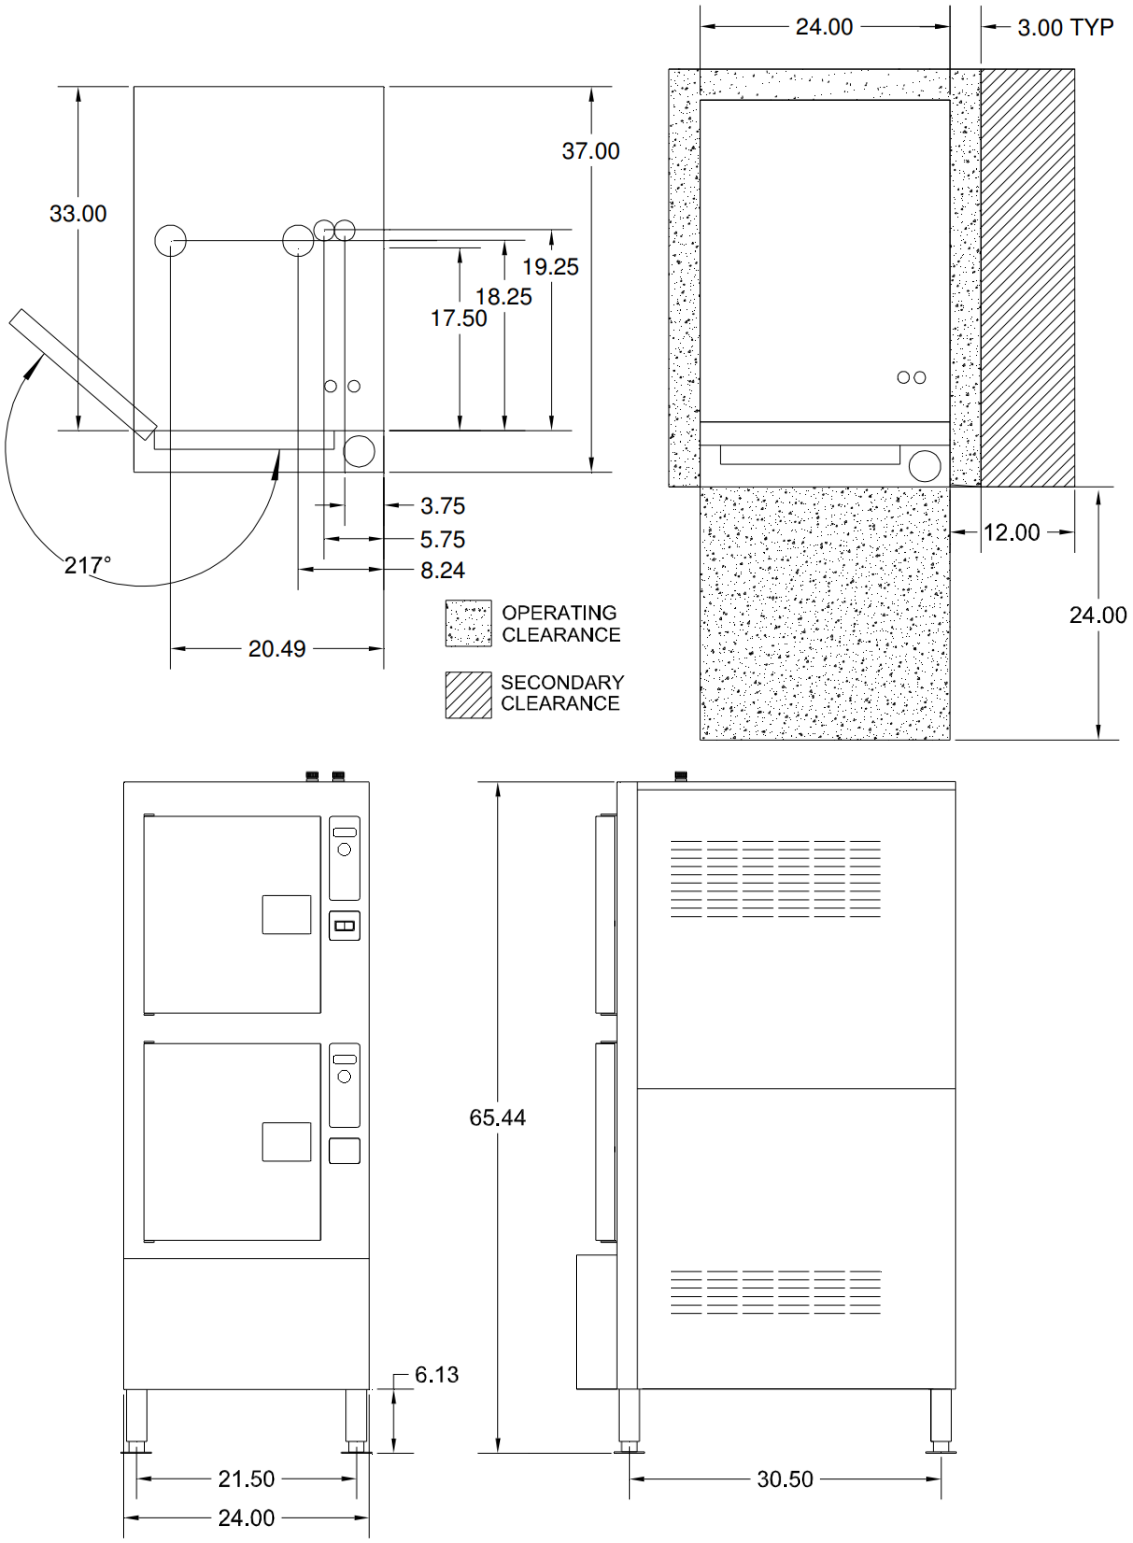

Figure 2-1
6. The location must include space for Operating and Service/Secondary Clearances and the Exhaust Hood. Refer to Figure 2-1.